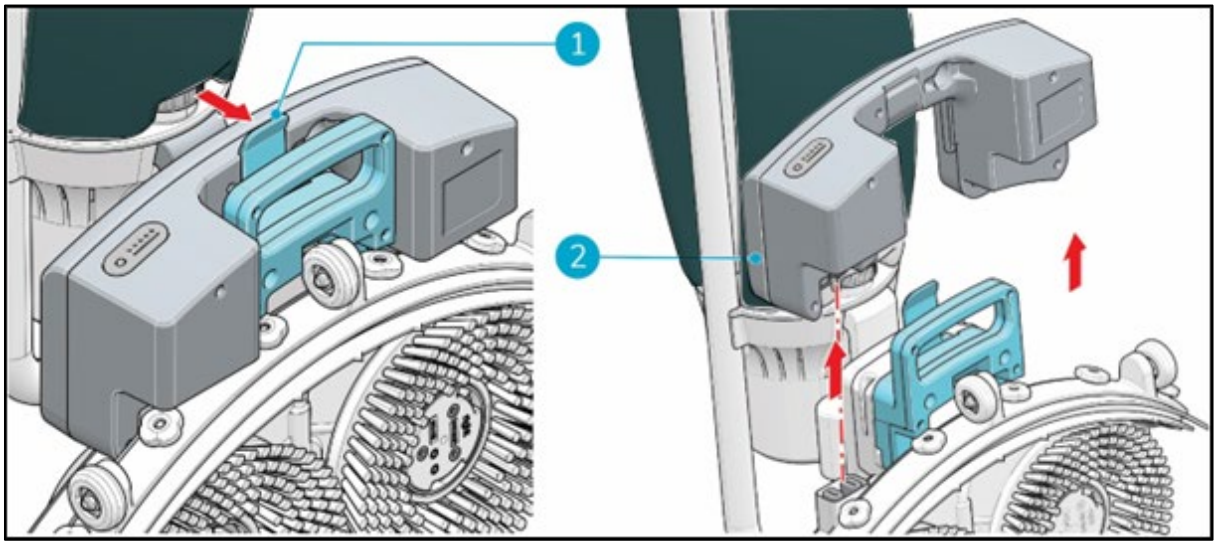

Figure 23
3. Press the retaining clip inwards (Figure 23, pos 1)Battery will lift from its anchor, pull the battery away (Figure 23,pos 2).